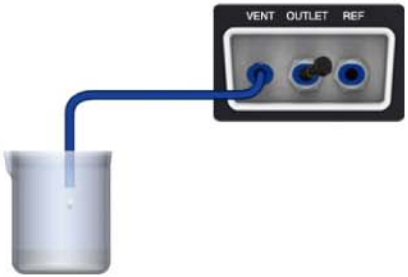

Figure 3–25 vent
- ◆ Please gather and properly dispose of all the pollutions during venting as shown in Figure 3–25.